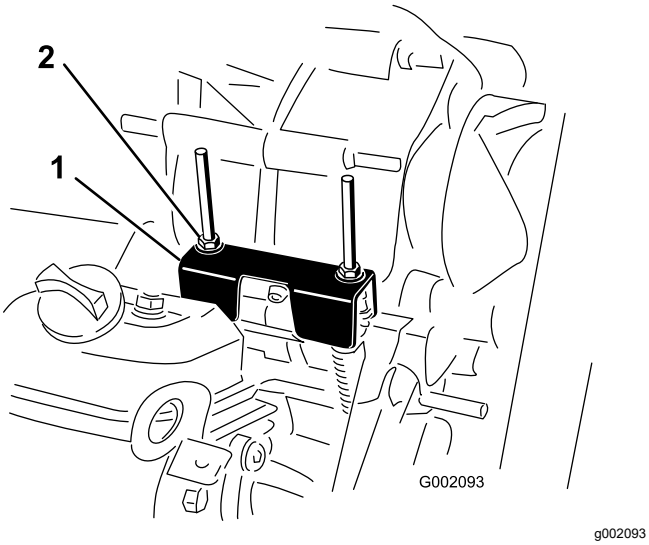

Figur 58
Når der udføres rutinemæssig vedligeholdelse og/eller motordiagnostik, skal transakslen sættes i NEUTRAL (Figur 58). Maskinen har en NEUTRAL position på skiftegrebet, som styrer den neutrale position i transakslen. Følgende skridt bør tages for at sikre, at det neutrale skiftegreb betjener den neutrale position i transakslen korrekt:
2. Sørg for, at den neutrale konsol er i positionen NEUTRAL (i niveau med kabelmonteringskonsollen under skiftkonsollen) ved at dreje den drevne kobling (Figur 58).
3. Drej en af låsemøtrikkerne (Figur 58) for at få en afstand på 0,762 til 1,524 mm mellem bunden af møtrikken/spændeskiven og den neutrale konsol.